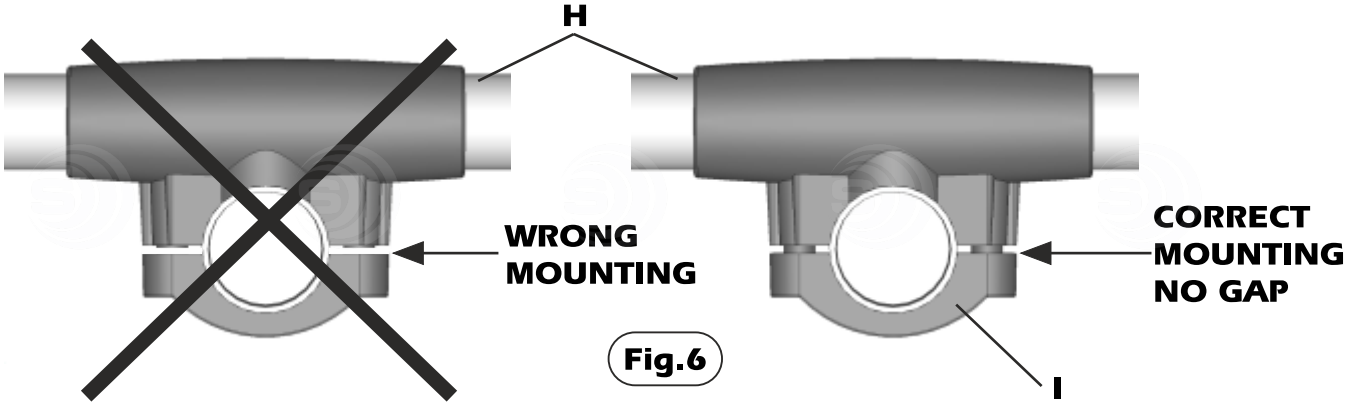

Fig.6
3) Fix the antenna's dipole **H** by using the palstic fixing clamp **I** and the screws **J**. Lock the screws to well fix the plastic parts to avoid any gap (see **Fig.6**)